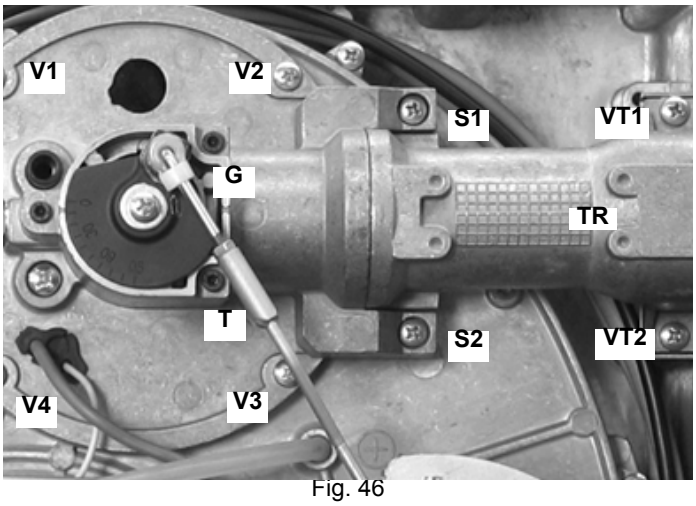
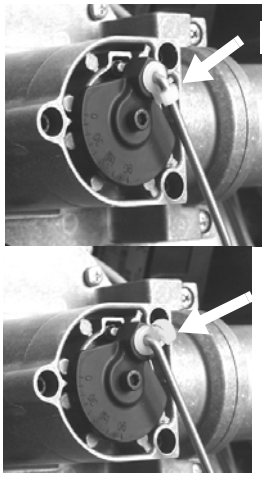

Fig. 46
Fig. 47
- Smontaggio esame e pulizia testa di combustione (vedi Fig. 46 e successive).
1 Sbloccare, tramite il gancio in plastica **G**, il tirante **T** (Fig. 46 - Fig. 47) di regolazione della farfalla gas ed estrarlo dalla sua sede tirando verso l'esterno.
2 Rimuovere le 4 viti **V1**, **V2**, **V3**, **V4** e la coppia di viti **S1** e **S2** (Fig. 46).